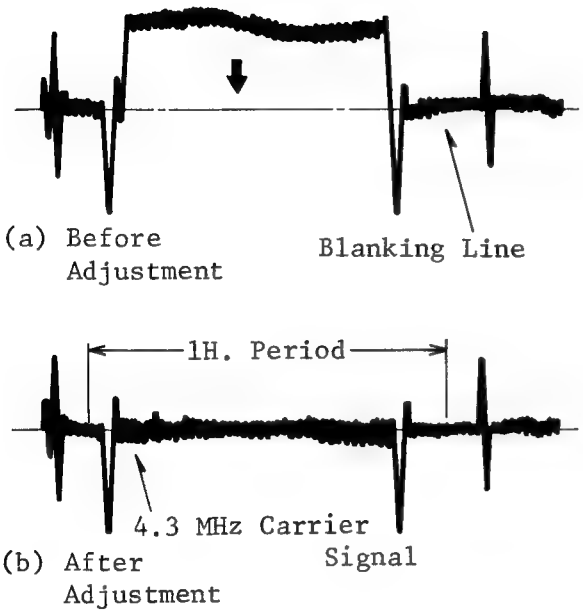

Fig. 20 Waveform of Proper Adjustment
6. Now, adjust the horizontal size control VR622, so that the signal is centered on the blanking line, as shown in Fig. 20. Trigger the oscilloscope with test point TP608.